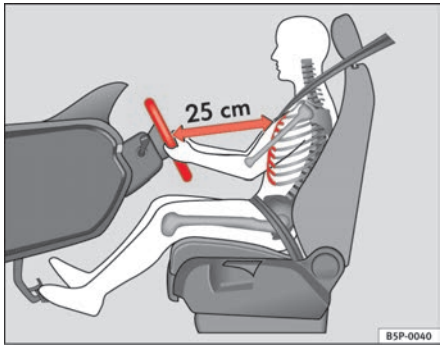

Fig. 1 The proper distance between driver and steering wheel
– Adjust the steering wheel so that there is a distance of at least 25 cm between the steering wheel and the centre of your chest ⇒ fig. 1.
- **Adjust the driver's seat so that there is at least 25 cm distance between the centre of the chest and the centre of the steering wheel ⇒ page 9, fig. 1. If distance is below 25 cm, the airbag system may not protect you properly.**